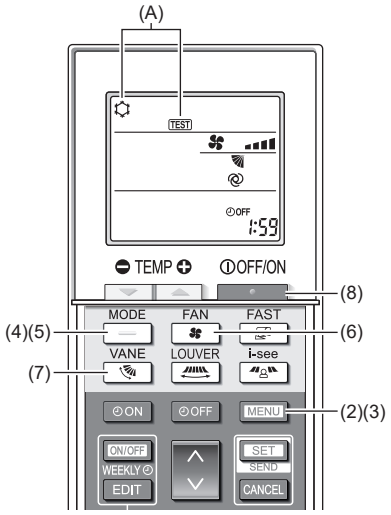

Fig. 8-5
(1) Mettez l'appareil sous tension au moins 12 heures avant l'essai de fonctionnement.
(2) Appuyez sur la touche [MENU] pendant 5 secondes. (Fig. 8-5)
(3) Appuyez sur la touche [MENU] .
La mention (A) [TEST] et le mode de fonctionnement en cours sont affichés. (Fig. 8-5)
(4) Appuyez sur la touche [—] pour activer le mode refroidissement, puis vérifiez que de l'air froid est soufflé par l'appareil.
(5) Appuyez sur la touche [—] pour activer le mode chauffage, puis vérifiez que de l'air chaud est soufflé par l'appareil.
(6) Appuyez sur la touche [ ] et vérifiez que la vitesse du ventilateur change.
(7) Appuyez sur la touche [ ] et vérifiez que l'ailette automatique fonctionne correctement.
(8) Appuyez sur la touche [ ] pour terminer l'essai de fonctionnement.